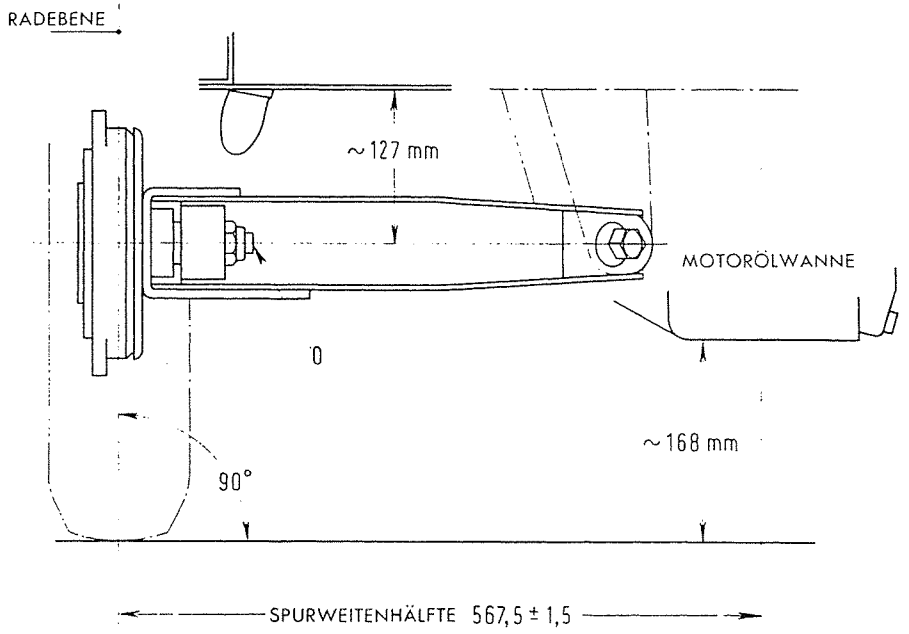

Abb. 257.
c) einen Abstand von dieser Längsachse (Spurweitenhälfte, Abb. 257) von 567,5±1,5 mm haben.
c) Hinterradaufhängung anheben, wobei die Federn und Stossdämpfer zusammengedrückt werden, und genannte Werkzeuge unten derart befestigen, dass ihre Strichmarkierung mit dem Bezugszeichen «N. 500» am Bügel übereinstimmt. Somit wird die Radmittelebene genau senkrecht stehen und der Abstand der Radwellenachse (0, Abb. 257) vom Anschlag des Gummipuffers 127 mm messen.